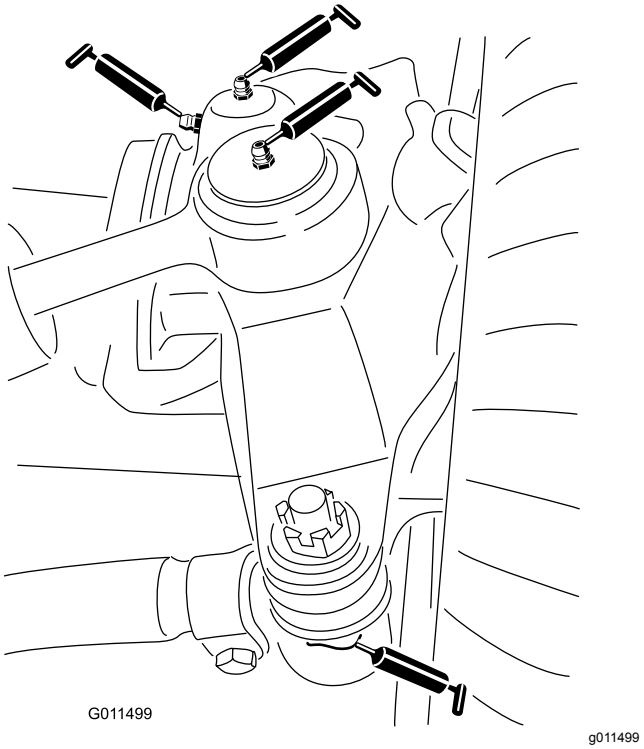

Figuur 64
- 2 kogelverbindingen van de stuurcilinder (Figuur 64)
- 2 kogelverbindingen van de trekstang (Figuur 64)
- 2 lagerbussen van de koppelpen (Figuur 64). **De bovenste nippel op de koppelpen hoeft slechts één keer per jaar te worden gesmeerd (twee keer pompen).**